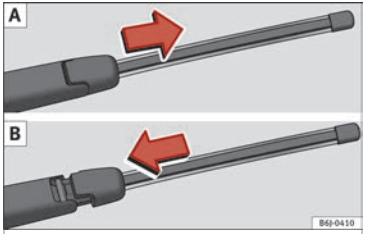

Fig. 93 Removing and fitting the rear window wiper blade.
- Slide the blade adapter in the direction of the arrow and remove the blade ››› Fig. 93 **A**.
- Place the blade as shown in ››› Fig. 93 **B** and slide the adapter along until it engages.